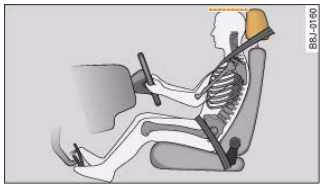

Fig. 174 Correct head restraint position for the driver
– Adjust the head restraint so that the top of the head restraint is level with the top of your head ⇒ fig. 174.